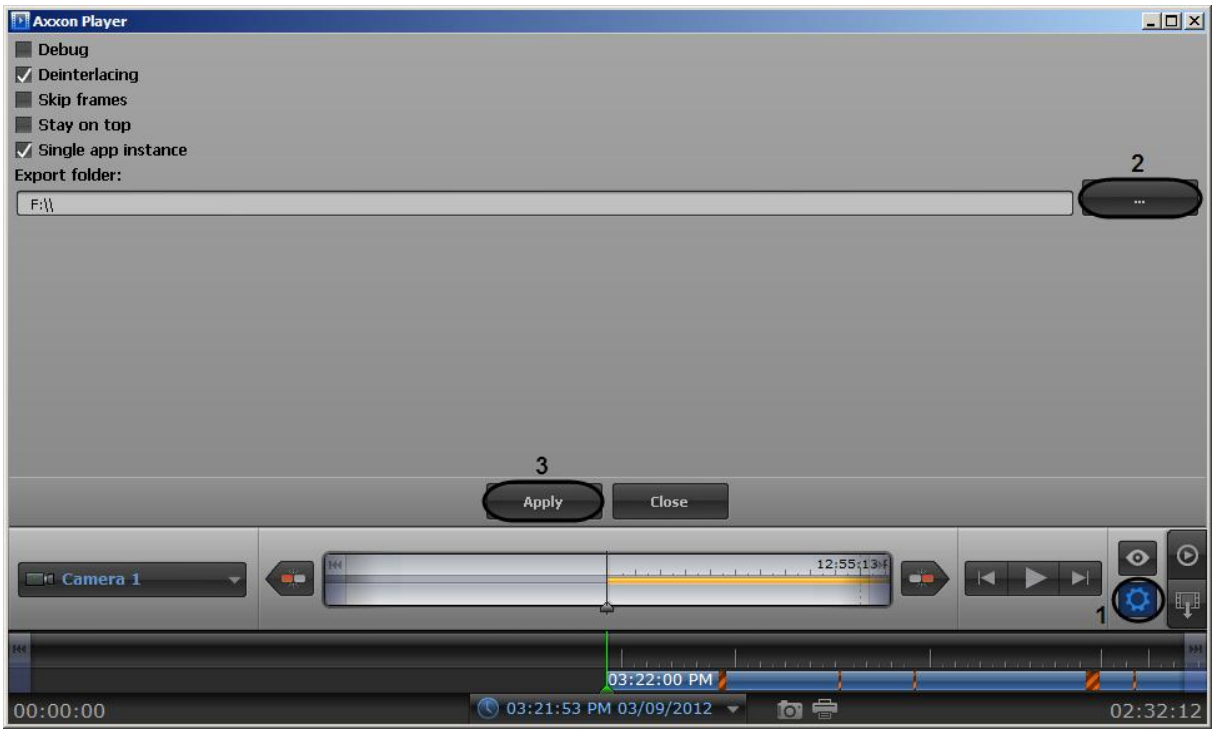

Figure 12.17-17 Export flder configuration
1. Click the button. The settings panel of the “AxxonPlayer.exe” utility is opened (Figure 12.17-17, 1).
2. Click the button and select the export folder using the standard dialog of path selection to the Windows OS folder (Figure 12.17-17, 2).
1. Click the “Apply” button (Figure 12.17-17,3).